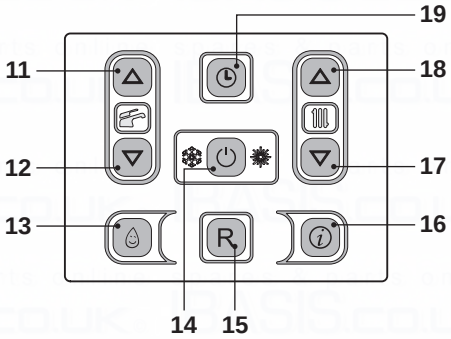
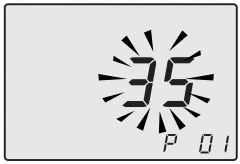

Fig. 7.50
Fig. 7.51
- Enter the ”programming mode” by pressing keys 14 - 17 - 18 (Fig. 7.50) for 10 seconds at the same time until the letters **P01** are displayed on the LCD display and the value of the parameter (35=Inovia 25C, 36=Inovia 30C or 37=Inovia 35C), indicating that ”parameter 01” (Fig. 7.51) has been activated.
- Press keys 11 or 12 to change the value and confirm the value of the parameter with key 14.
- Press keys 17 or 18 (Fig. 7.50) to exit without changing the value.